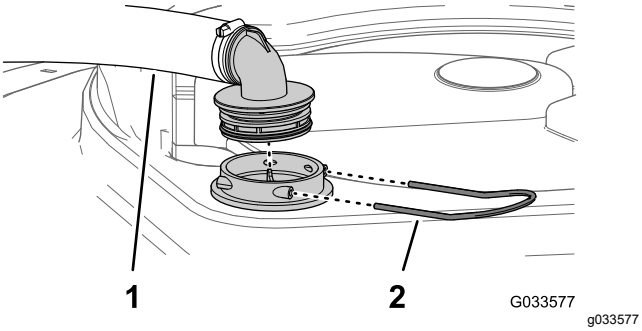

**Figura 29**
2. Na parte superior do tanque do pulverizador, remova o retentor que prende o encaixe da mangueira conectado à mangueira grande do compartimento do filtro (Figura 29).
3. Remova a mangueira e o encaixe da mangueira do compartimento do filtro (Figura 29).